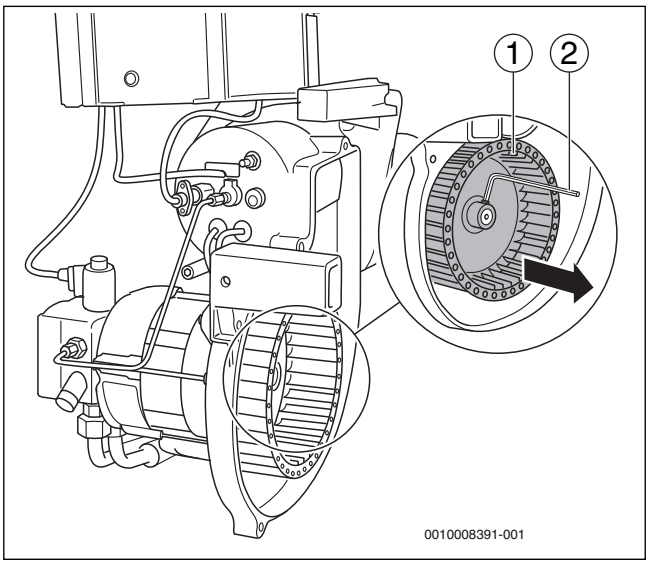

*Bild 31 Gebläserad prüfen, gegebenenfalls reinigen*
- ▶ Gebläserad (→ Bild 31, [1]) mit einem Innensechskantschlüssel (→ Bild 31, [2]) lösen und von der Welle ziehen.
- ▶ Gebläserad (→ Bild 31, [1]) wieder montieren.